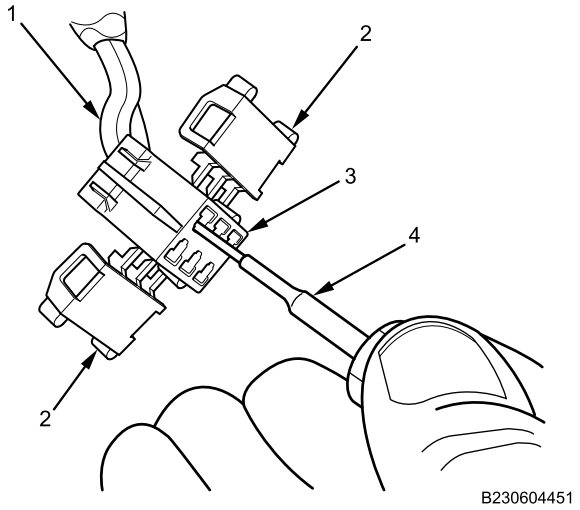

Figure 9. Rear Door/Ramp Control Harness to IP Harness Connector Removal.
9. Unlock two wire terminal retaining tabs (Figure 9, Item 2).
10. Using contact removal tool (Figure 9, Item 4), unlock three terminal pins (Figure 9, Item 3), and remove three rear door/ramp control wires (Figure 9, Item 1) from connector body.